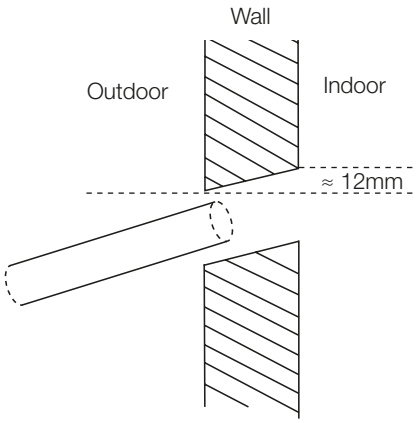

Fig. 6.4
3. Using a 65mm core drill, drill a hole in the wall. Make sure that the hole is drilled at a slight downward angle, so that the outdoor end of the hole is lower than the indoor end by about 12mm. This will ensure proper water drainage *(See Fig. 6.4)*. Place the protective wall cuff in the hole. This protects the edges of the hole and will help seal it when you finish the installation process.